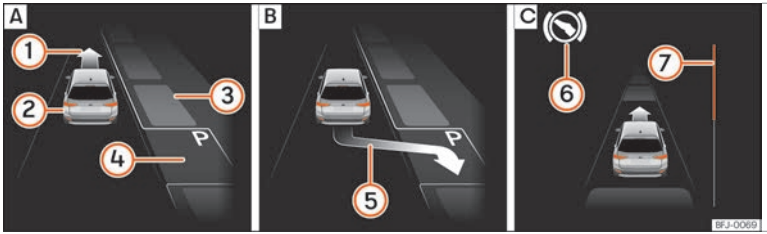
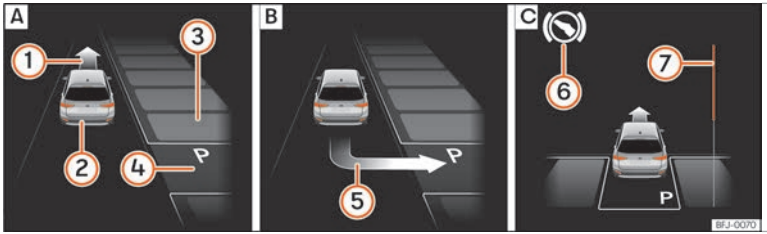

Fig. 283 Sul display del quadro strumenti: parcheggiare in linea A Cercare uno spazio di parcheggio. B Posizione di parcheggio. C Manovrare.
Fig. 284 Sul display del quadro strumenti: parcheggiare a pettine. A Cercare uno spazio di parcheggio. B Posizione di parcheggio. C Manovrare.
Legenda della **fig. 283** e **fig. 284**:
La barra di avanzamento ››› **fig. 283** 7 e ››› **fig. 284** 7 mostra simbolicamente nel display del quadro strumenti la distanza relativa ancora da percorrere. Maggiore è la distanza, maggiore sarà il riempimento della barra di avanzamento. Circolando con la marcia in avanti, il contenuto della barra di avanzamento diminuisce verso l'alto, e circolando in retromarcia, diminuisce verso il basso.
2.	Nella visualizzazione del display del quadro strumenti controllare se lo spazio è stato rilevato come "idoneo" ed è stata raggiunta la posizione corretta per parcheggiare ››› fig. 283 B o ››› fig. 284 B.
OPPURE: retrocedere finché nel display del quadro strumenti non comparirà l'indicazione di spostarsi con la marcia in avanti ››› fig. 283 C o ››› fig. 284 C.
L'assistente di parcheggio dirige il veicolo con la marcia in avanti o in retromarcia fino a posizionarlo al centro dello spazio di parcheggio ››› fig. 283 C o ››› fig. 284 C.